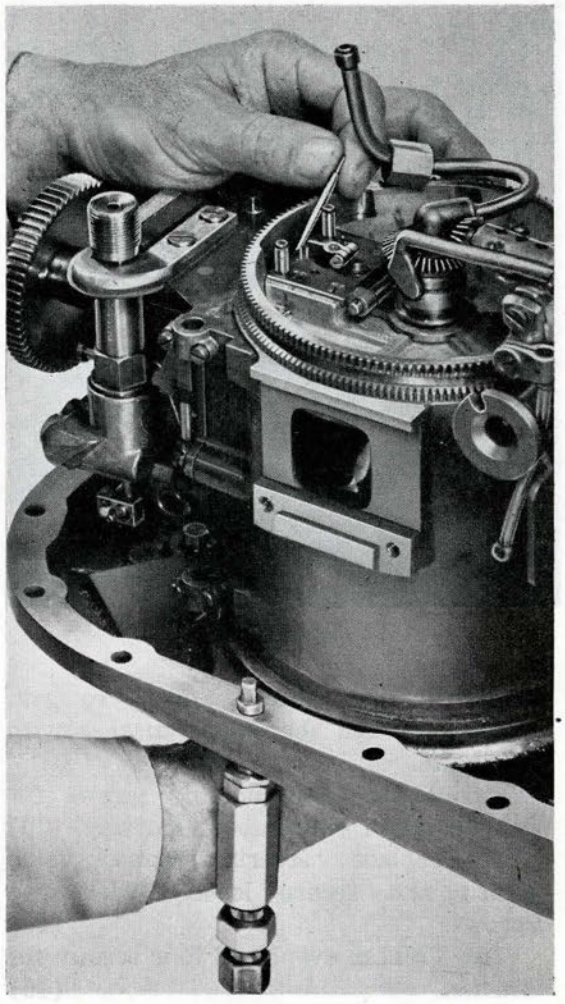

Figure 262
(g) Move cam pawls in toward cam on gyro cam plate by turning pallet driving gear. Swing gyro slowly in azimuth. At any indication of cam pawls binding on cam, turn pallet-holder adjusting screw to give more clearance (Fig. 262). (145)